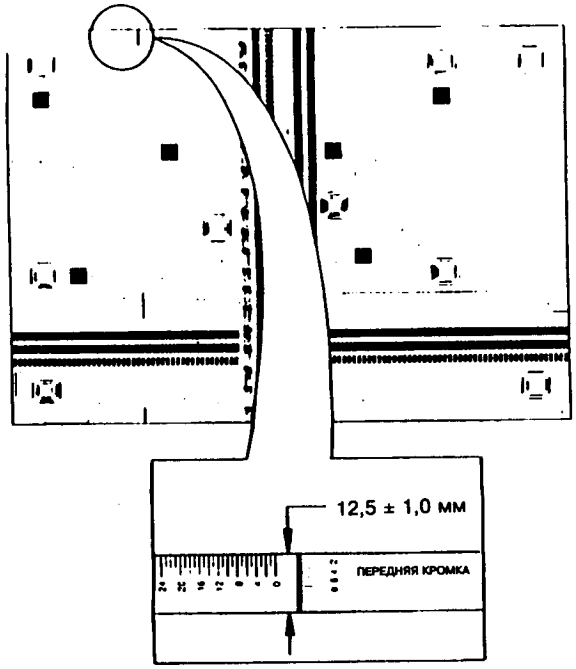

Рис.1 Проверка с помощью контрольного листа
2. Проверить, составляет ли расстояние между боковой кромкой копии и линией регистрации боковой кромки 12,5 + 1,0 мм (рис.1).